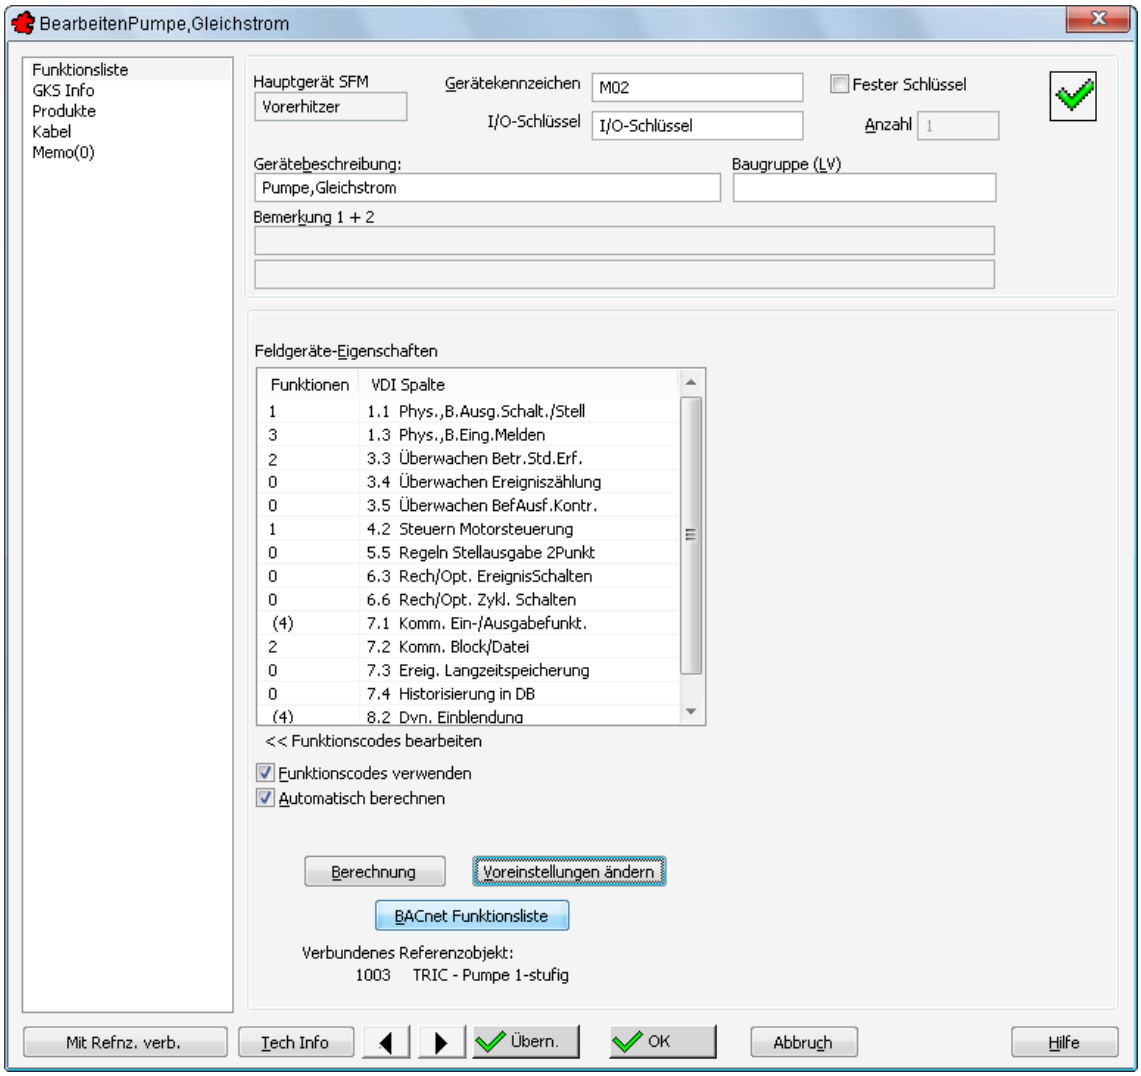

Bild 31.7 – Die BACnet-Funktionsliste lässt sich vom Automationsschema aus steuern
- Führen Sie einen Doppelklick auf die Pumpe *M02* aus. Das Bearbeitungsdialog erscheint mit der Rubrik *Funktionsliste* (Abb. 31.7).
Sollte in Ihrem Automationsschema die Spalte *VDI 1.3* nur **2** statt der im Bild 31.7 dargestellten **3** Funktionen aufweisen, so fehlt noch die lokale Handübersteuerung für unser Beispiel.
Wenn die Option *BACnet-Funktionslisten* in der Projektverwaltung eingeschaltet ist, werden die beiden Editierfelder *Bemerkung 1 + 2* nach Bild 31.7 nicht verarbeitet. Kommentare tragen Sie – wie nachfolgend beschrieben – für jede einzelne Funktion in die Dialogbox *BACnet-Funktionsliste* ein. ☜
☞ Die Dialogbox *BACnet-Funktionsliste* können Sie auch durch Doppelklick auf die Spalte *Funktionen* aufrufen (vgl. Abb. 31.7), es sei denn, es handelt sich um die VDI-Spalten 1.1–2.5 oder 7.2. In diesen Fällen erscheint die Dialogbox *Funktionscodes*.
- Diese Anzeige können Sie beispielsweise über die Dialogbox *Bearbeiten*, Rubrik *Funktionsliste* und die Schaltfläche *Voreinstellungen ändern* konfigurieren (vgl. Abb. 31.7).